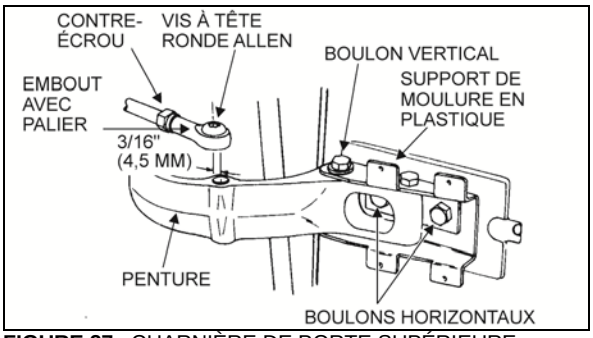

FIGURE 27 : CHARNIÈRE DE PORTE SUPÉRIEURE
2. Retirer la vis à tête ronde Allen et la rondelle qui maintiennent l'embout à rotule sur la charnière supérieure. Voir la Figure 27.
3. Retirer la vis à tête ronde Allen et la rondelle qui maintiennent la tige et le pivot sur la charnière supérieure. Voir la Figure 27.
3. Retirer la vis à tête ronde Allen et la rondelle qui maintiennent l'embout à rotule sur la charnière supérieure. Voir la Figure 27.